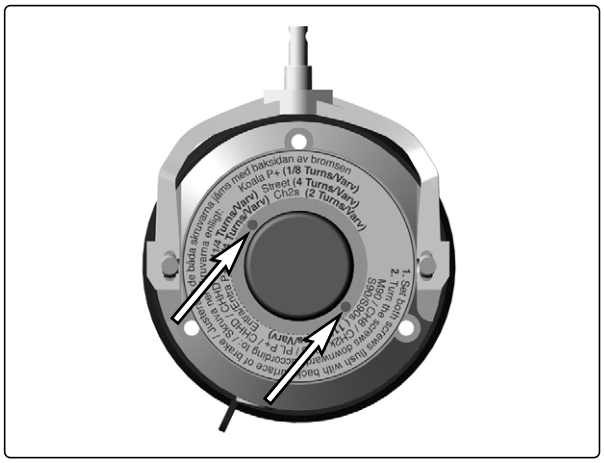

Abb. 39. Die Bremseinstellung erfolgt mit Hilfe der beiden Justierschrauben.
1. Stellen Sie die Magnetbremse mit Hilfe der Justierschraube entsprechend den Hinweisen auf der Rückseite der Magnetbremse ein, s. Abb. 39.